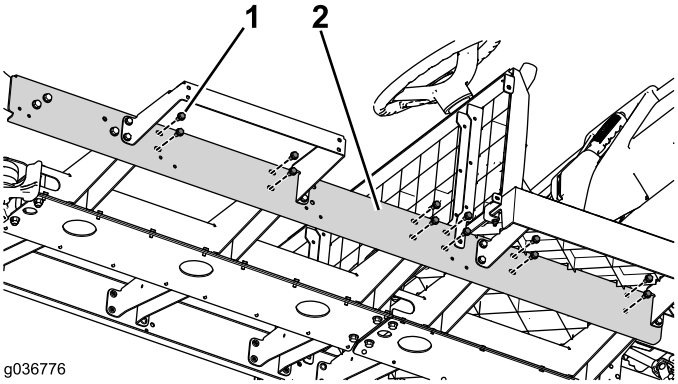

Figure 79
3. Install the remaining channel hardware (Figure 79).